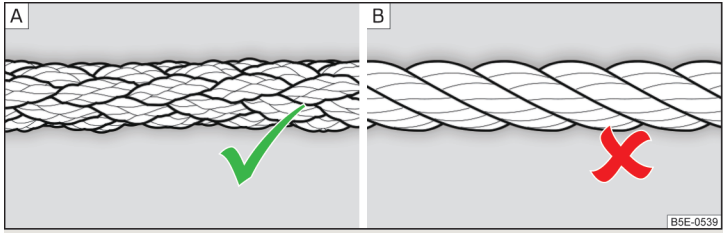

Fig. 189 **Cable para remolcar trenzado / Cable para remolcar en espiral**
Para el remolque por medio de un cable de remolque, usar solamente un cable de fibra plástica tejida » fig. 189 - A » !.
- Para remolcar no debe utilizarse ningún cable de remolque en espiral » fig. 189 - B, la argolla de remolque puede desenroscarse en el vehículo. - ¡Existe peligro de accidente!